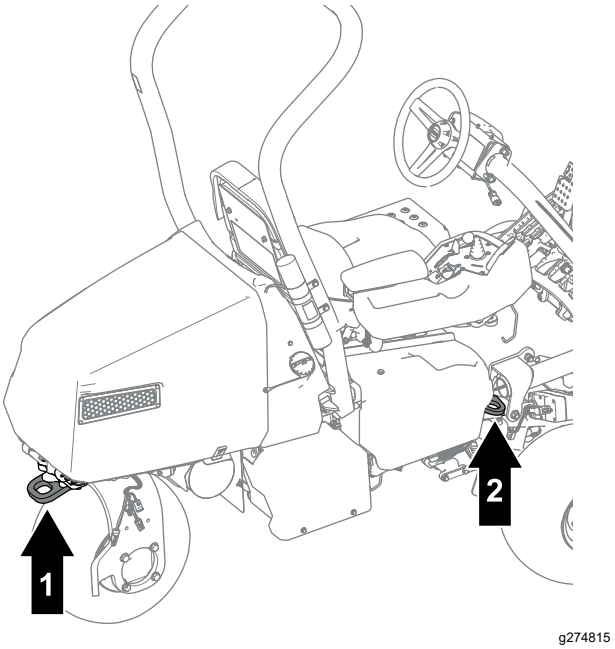

Figuur 32
- Zet de machine goed vast met spanbanden, kettingen, kabels of touwen. Zowel de voorste als de achterste spanband moet naar beneden en naar de buitenkant van de machine lopen (Figuur 32).